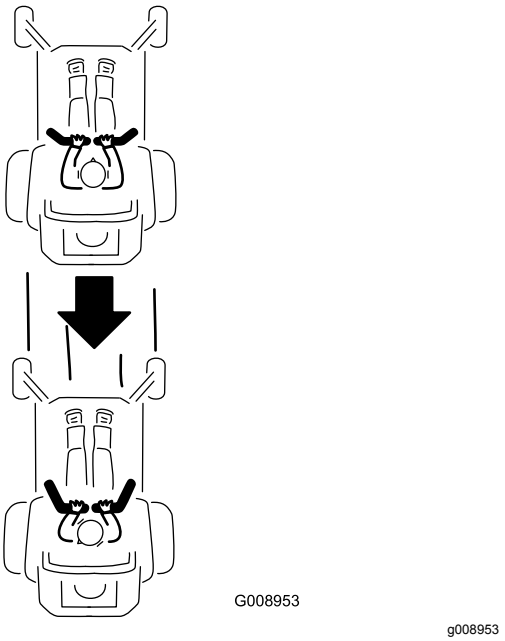

Figur 34
2. Skyv bevegelseskontrollspakene forsiktig bakover for å gå bakover (Figur 34).